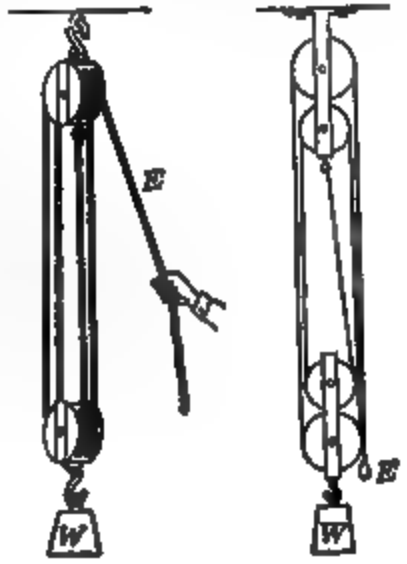

Fig. 36. Two double blocks.
30. Combinations of pulleys. In practical work it is common to use *both* fixed and movable pulleys, such as a fixed block with two sheaves and a movable block with two sheaves, as shown in figure 36. One end of the rope is attached to the fixed block, and the effort is applied to the other end of the rope. Let us compute the relation between the weight to be lifted and the effort applied. From figure 36 it will be seen that the weight and the movable block are supported by *four* ropes, and so the pull on each rope, neglecting the weight of the block, is *one fourth* the weight W. It will also be seen that the pull E is equal to that in each of the ropes, since a fixed pulley changes only the direction of the pull. Therefore
Another example is the system of pulleys shown in figure 36. The *output* is equal to the weight W times the distance it is lifted, and the *input* is equal to the effort E times the distance through which it is exerted. Suppose the distance the weight W is lifted is D, and the distance through which the effort E is exerted is d. The *output* is $W \times D$ and the *input* is $E \times d$. Then, by the principle of work,